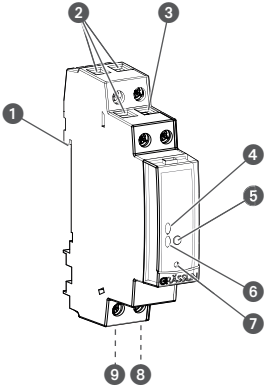

Rys. 1: Zegar sterujący rozdzielacza
Zegar sterujący rozdzielacza jest zegarem sterującym montowanym za pomocą systemu zatrzaskowego na szynie DIN (rys. 1/❶). Steruje on podłączonym do niego urządzeniem. Zegar sterujący rozdzielacza ma 1 kanał i można go obsługiwać za pomocą przycisku obsługowego (rys. 1/❺). Stan zegara sterującego rozdzielacza sygnalizowany jest za pomocą 2 diod LED (rys. 1/❹ i ❻). Zegar sterujący rozdzielacza można zaprogramować za pomocą urządzenia mobilnego przy użyciu aplikacji lub za pomocą oprogramowania na komputery PC. Częstotliwość sygnału radiowego wynosi 2,4 GHz, a maksymalna moc nadawcza 1,8 mW.